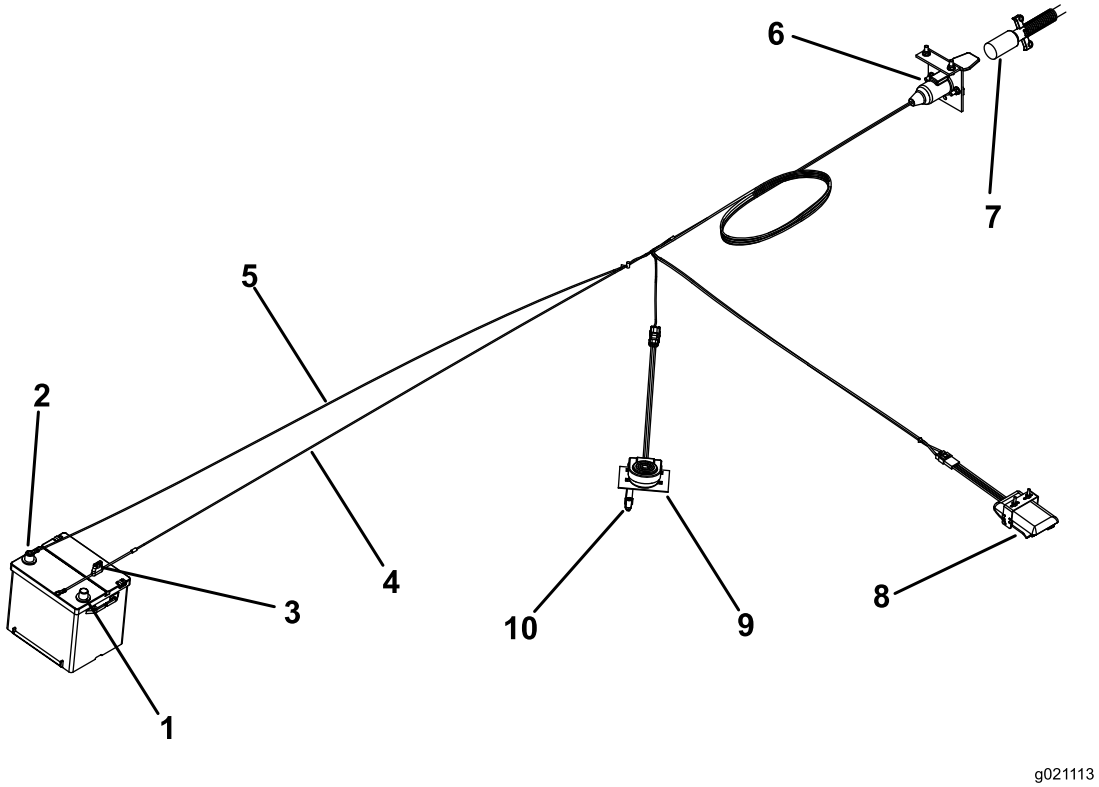

Figuur 11
5. Monteer de remregelaar op het dashboard van het trekvoertuig of het spatscherm met de (2) #10 x 7/8 inch schroeven en #10 moeren.
7. Sluit de kabelboom als volgt aan op de onderdelen (Figuur 11):